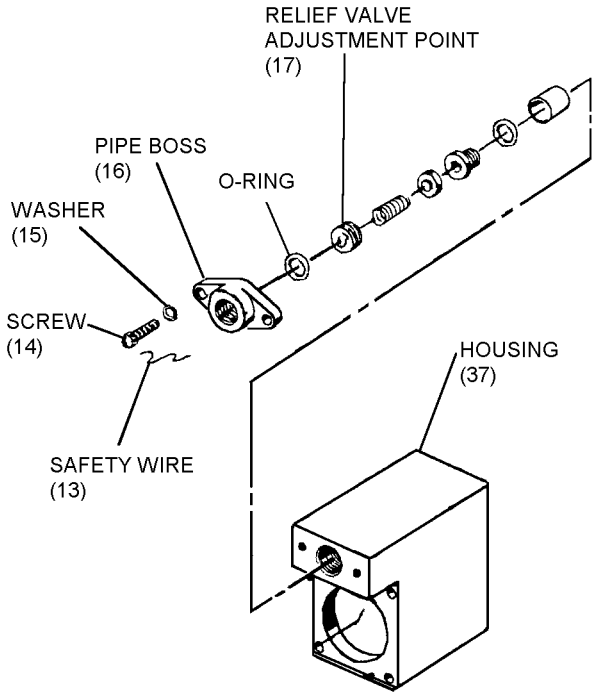

Figure 9-10. Relief Valve Adjustment Point for Operating Pressure and Flow Test
3. Turn INLET PRESS. ON/OFF valve (L) on.
4. Using LOW PRESS. REGULATOR (N), apply 130 to 160 psig to the outlet port and observe REGULATED LOW PRESS. gage (11); record pressure from REGULATED LOW PRESS. gage (11) at which the relief valve unseats.
5. Using LOW PRESS. REGULATOR (N), increase pressure to 160 to 170 psig, then slowly decrease pressure until relief valve reseats; record pressure on N_2 INPUT PRESS. gage (27); pressure shall not be less than 115 psig. If relief valve operating pressures cannot be obtained, use retainer wrench to adjust retainer (17) until proper reading can be obtained (figure 9-10).
7. Turn LOW PRESS. REGULATOR (N) counterclockwise, open SYSTEM BLEED valve (S) and bleed test stand. Close INLET PRESS. ON/OFF valve (L), SYSTEMS BLEED valve (S) and disconnect pressure reducer from N_2 INPUT connection (18). Proceed to next test.